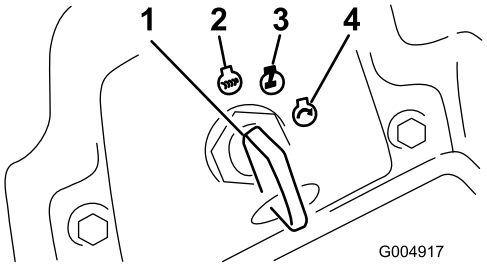

Rysunek 16
6. Obróć kluczyk w stacyjce w prawo do położenia Run (Praca) (Rysunek 16).
3. Przekręć kluczyk w stacyjce do pozycji wyłączenia (Rysunek 16). Zanim opuścisz stanowisko operatora, zaczekaj, aż wszystkie części ruchome zatrzymają się.